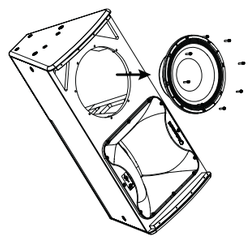

Fig. 2
3. ベースドライバーを取り外して取り外し（図 2）、コンプレッションドライバーの保持ブレースにアクセスし、後で再接続できるようにベースドライバーの極性をメモします。